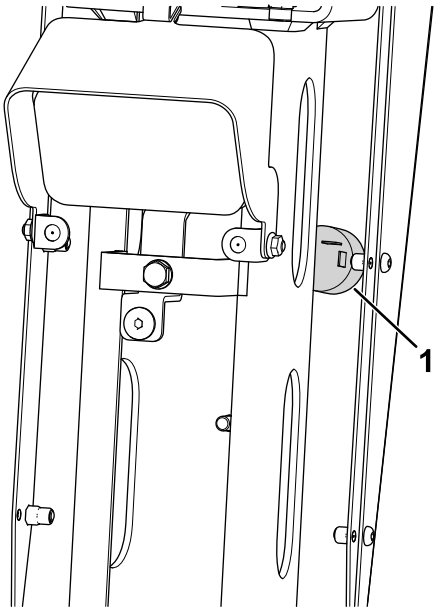

Figur 16
5. Fjern pluggen, og monter alarmen på bakpanelet for rattstammen (Figur 16).